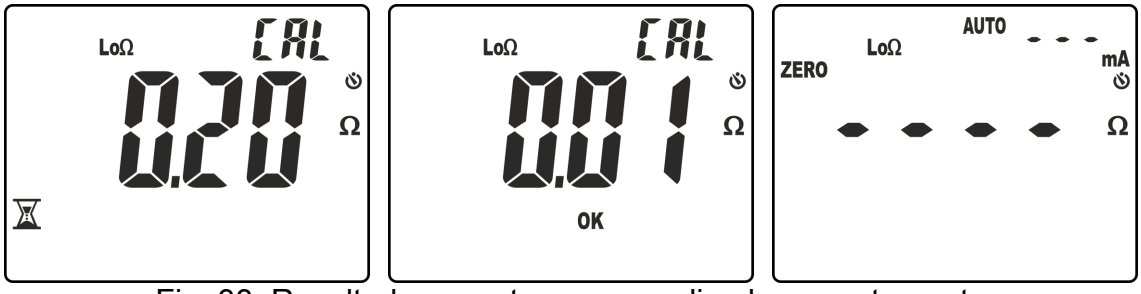

Fig. 33: Resultados puesta a cero realizada correctamente
4. El instrumento realiza la primera medida obteniendo la resistencia de los cables de prueba (ver la Fig. 33 – parte izquierda). Si tal valor compensado (ZERO) es **≤5.00Ω** lo mantiene memorizado y realiza la sucesiva verificación realizando una segunda medida y realizando la diferencia entre este nuevo valor y el compensado. Si tal valor resulta **≤0.01Ω** la calibración se confirma y el mensaje "OK" se muestra en pantalla (ver la Fig. 33 – parte central). Posteriormente el instrumento vuelve a la pantalla de medida con el mensaje "ZERO" presente en pantalla indicando la presencia de la compensación de los cables